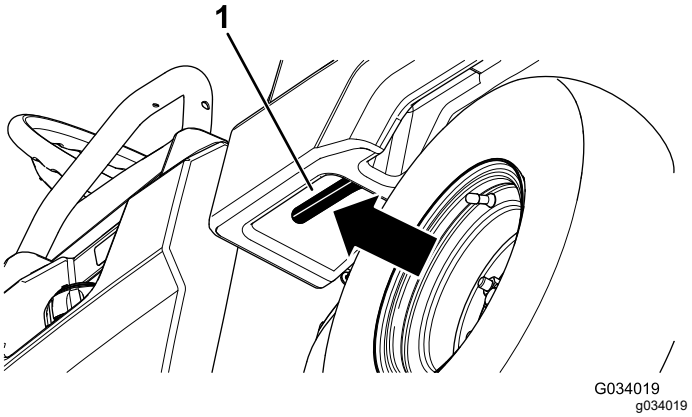

Figuur 19
1. Trek de hendel aan de linkerkant in de laadbak naar u toe en breng de laadbak omhoog (Figuur 19).
1. Til de laadbak licht omhoog door de grendelhandgreep omhoog te brengen (Figuur 19).